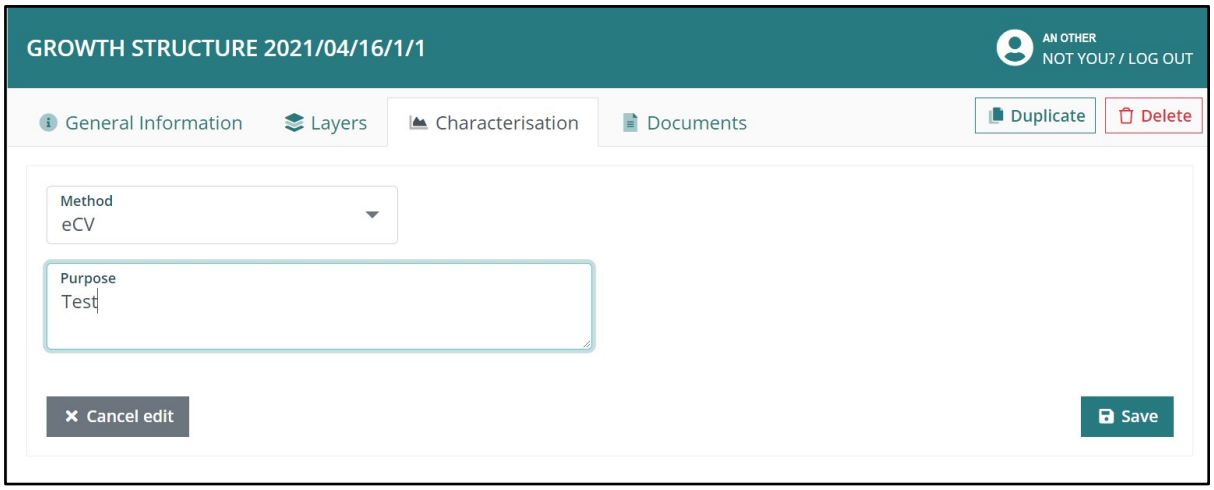

Figure 15 - Stating the purpose of the characterisation task
- **iv.** Fill in the '**Purpose**' field to let the NEF staff know what you wish to find out from the characterization, to ensure the data is supplied and interpreted accordingly (figure 15).
- **i.** Choose the '**Documents**' tab (figure 15)